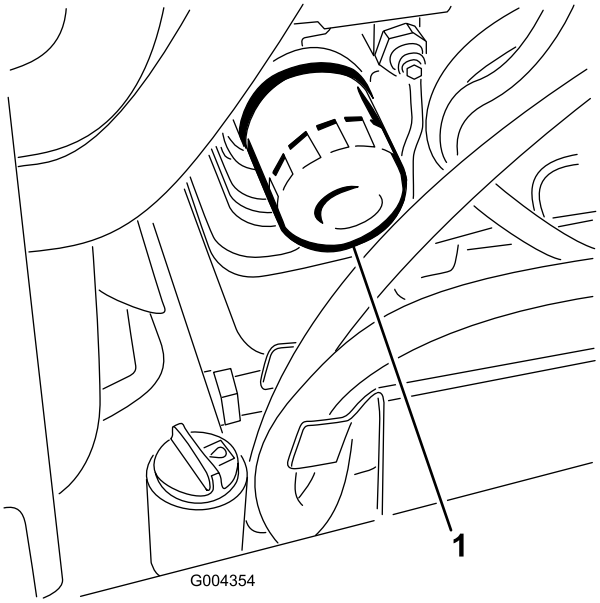

Rysunek 45
4. Wyjmij filtr oleju (Rysunek 45).